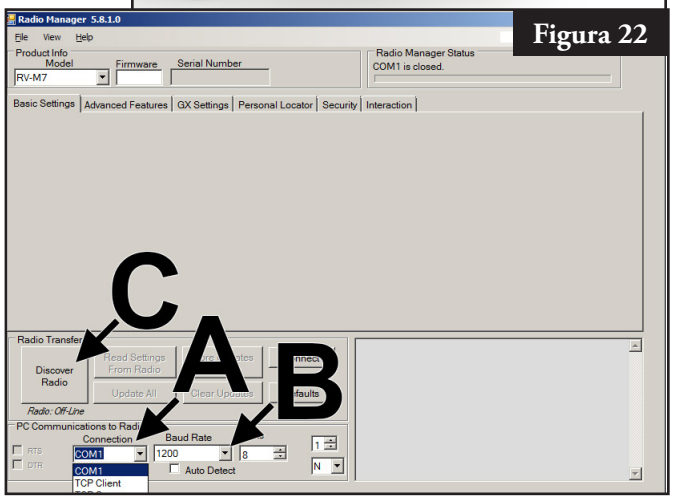
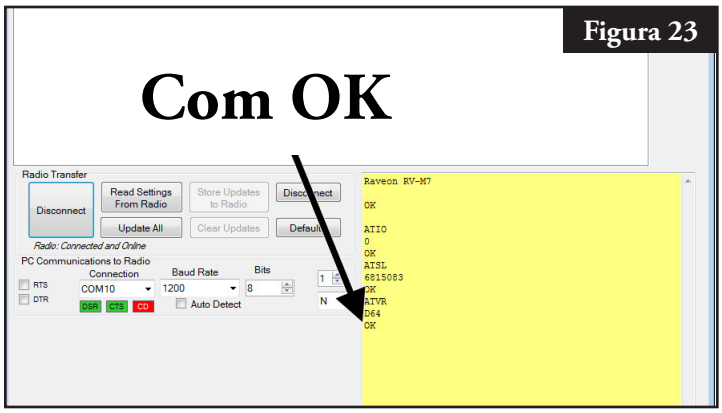

Figura 22
Figura 23
6. Ejecute Radio Manager. Ver la **figura 22**.
7. Seleccione el puerto COM apropiado (**Figura 22, A**).
8. Cambie la velocidad a 1200 baudios (**Figura 22, B**)
9. Presione el botón “Discover Radio” (Descubrir radio) (**Figura 22, C**). La PC debe descubrir el radio (**Figura 23**).